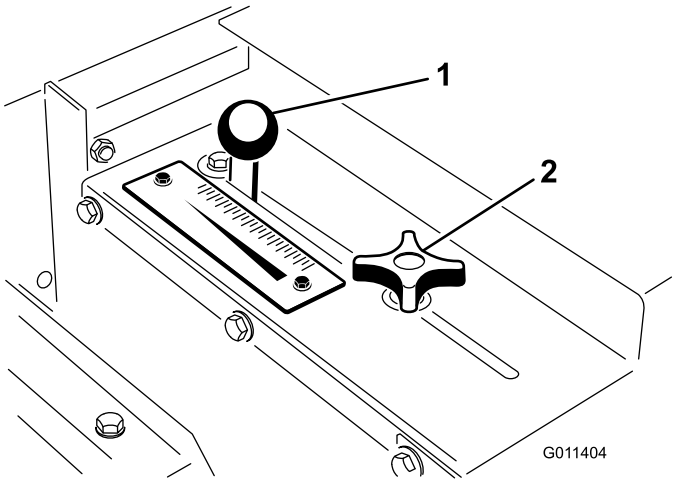

Figuur 19
1. Zet de sluitknop (Figuur 19) voldoende los om hem vrij te kunnen schuiven in de opening.
2. Stel de laadklepknop (Figuur 19) in op de gewenste stand en zet de sluitknop vast om de afstelling te borgen.
Gebruik de schaalverdeling (Figuur 19) om de gewenste dosering te gebruiken. Raadpleeg de zandgebruiksdosis.